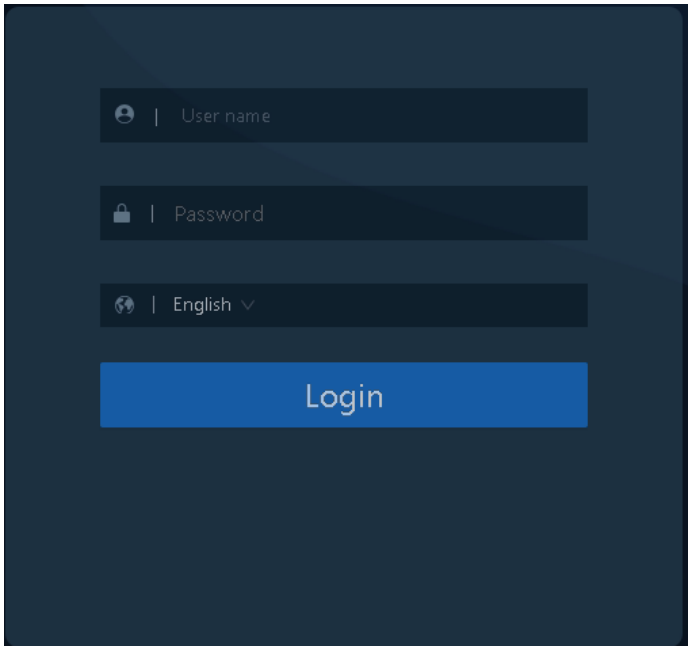

Рисунок 3 – Авторизация в веб-интерфейсе
– авторизоваться в веб-интерфейсе (рисунок 3): ввести логин *admin* и пароль *admin*.